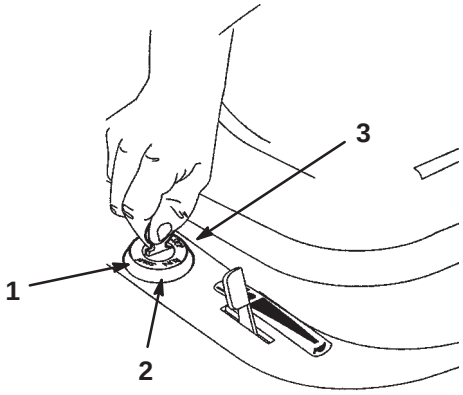

Bild 9
6. Drehen Sie den Zündschlüssel im Uhrzeigersinn und halten ihn auf Start (Bild 9). Lassen Sie den Schlüssel sofort los, wenn der Motor anspringt.
2. Stellen Sie den Zündschlüssel auf „Aus“ (Bild 9).